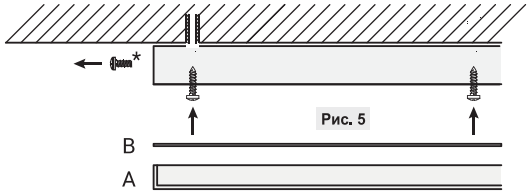

Рис. 5
6.2. Для накладного монтажа следует воспользоваться отверстиями в задней части корпуса. Для этого необходимо разобрать панель, открутив винты* по краям корпуса и сняв рамку рассеивателя (А) и сам рассеиватель (В). (Рис.5). Установите панель на поверхность при помощи монтажного комплекта.
6.2. Для накладного монтажу слід скористатися отворами в задній частині корпусу. Для цього необхідно розібрати панель, відкрутивши гвинти* по краях корпусу і знявши рамку розсіювача (А) і сам розсіювач (В). (Рис.5). Встановіть панель на поверхню за допомогою монтажного комплекту.